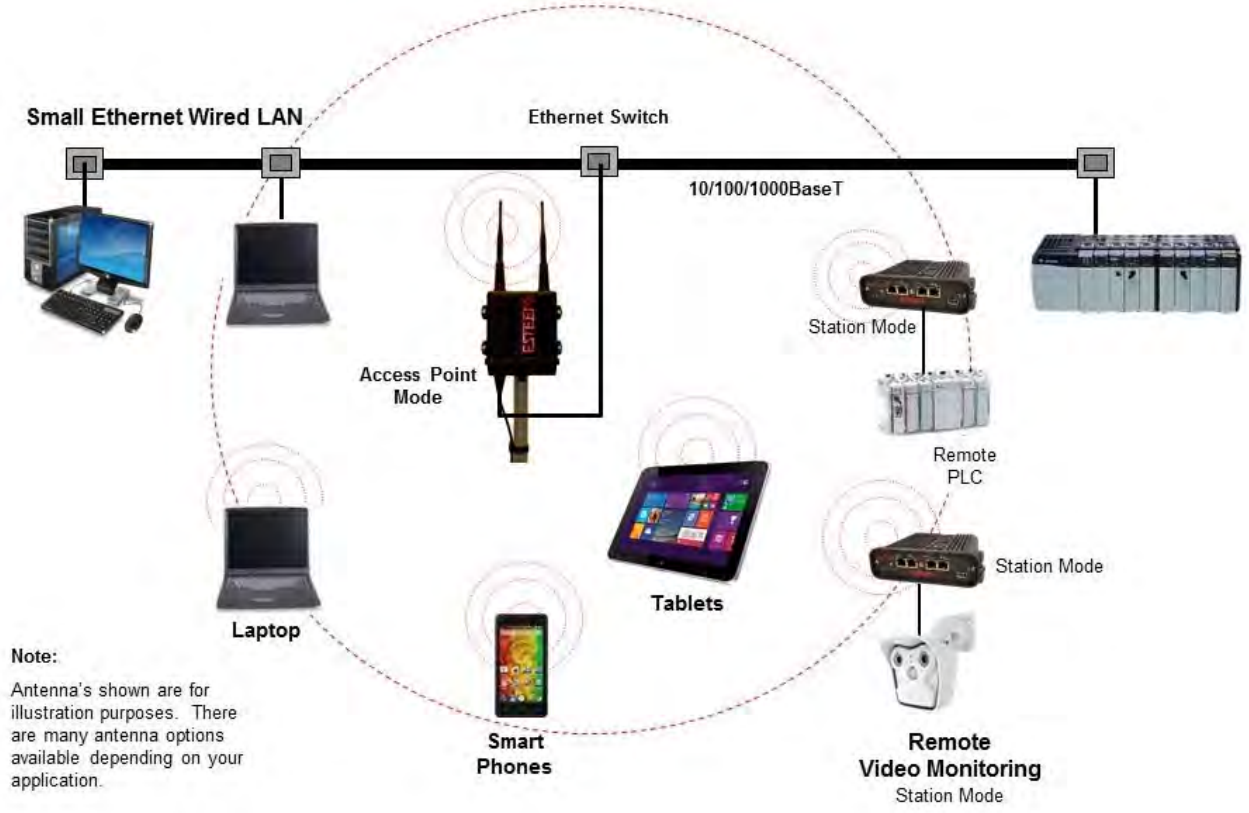
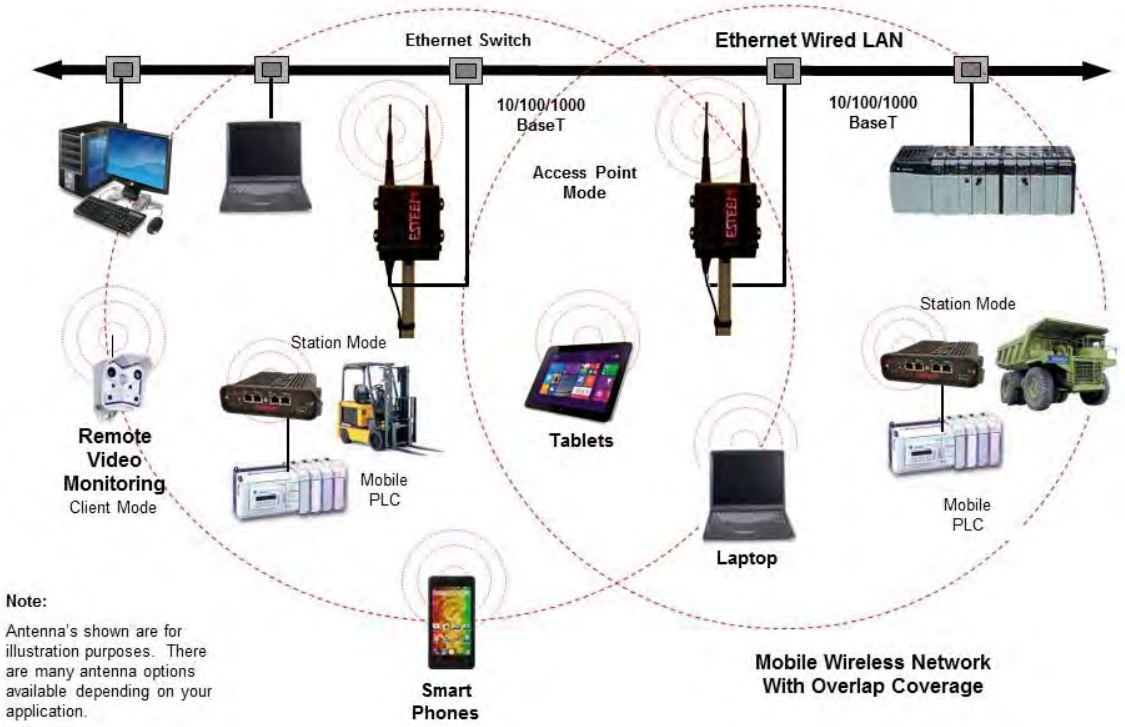
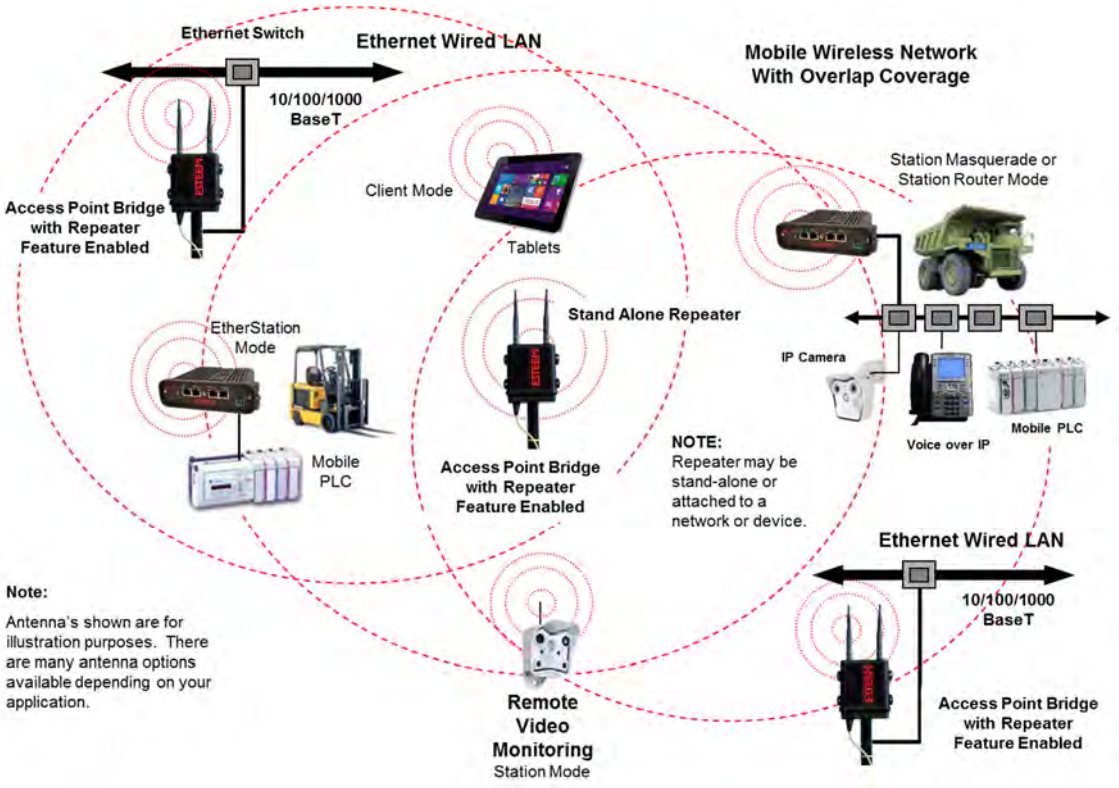

Figure 6: Single Access Point Network
Figure 7: Overlapping Access Point Coverage
Figure 8: Access Point and Ethernet Bridge
The ESTeem Horizon can be configured as a high power 802.11 Access Point (AP). The IEEE 802.11n/g/b Access Point (AP) functionality is available in all three of the Access Point modes (AP Bridge, AP Router or AP Masquerade). The Access Point mode will provide either a single wireless connection (Figure 6) or overlapping coverage (Figure 7) to create a "canopy" of wireless coverage for 802.11 devices. The ESTeem Horizon in AP mode can function as both an Ethernet bridge or router and 802.11 AP simultaneously (Figure 8).